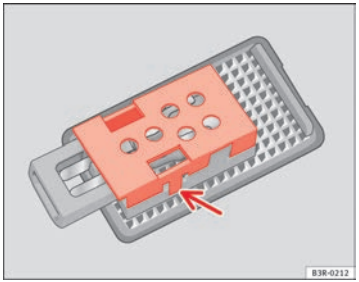

Fig. 225 Luggage compartment light
– Remove the protective cover and remove the bulb from the housing ⇒ fig. 225. ■